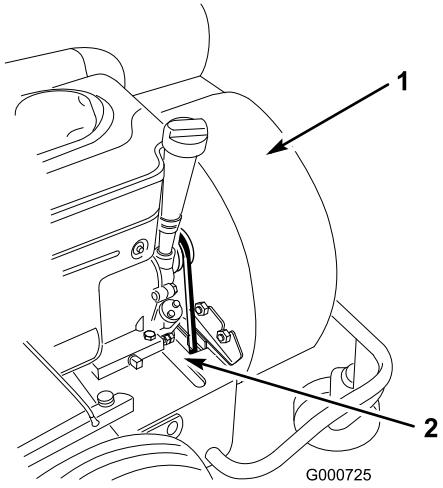

Figuur 36
11. Laat de riem over de poelie en door de opening lopen (Figuur 36).